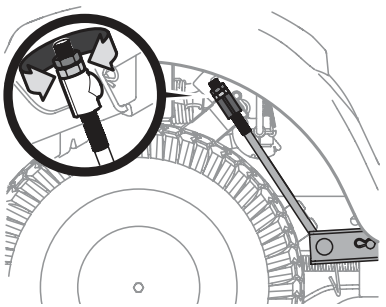

Fig. 40
3. Une tige de réglage se trouve sous chaque aile arrière, près des roues (Fig. 40).